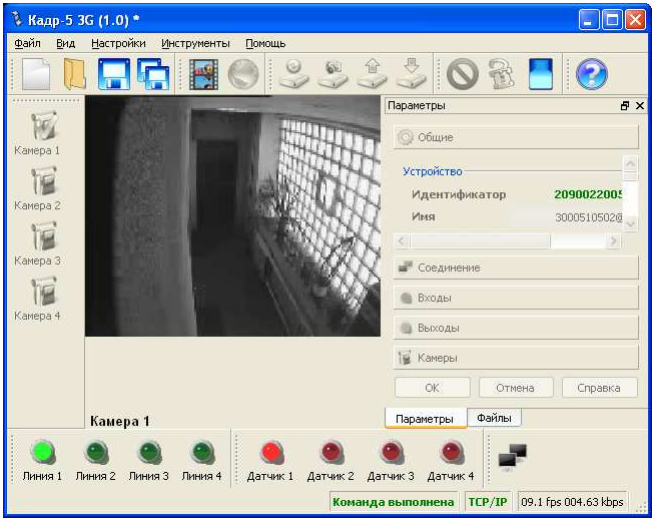

Рис. 31. Внешний вид главного окна при работе в режиме «Наблюдение»
14. Нажмите на кнопку «Камера 1» для установки текущей камеры. Нажмите на кнопку с изображением или выберите пункт меню «Инструменты/Просмотр видео». При успешном выполнении команды устройство перейдет в режим «Наблюдение», а в окне «Видео» появится текущее изображение с выбранной камеры. (рис. 31). В строке статуса будет показано статистика видеопотока (частота кадров в секунду - fps и средняя скорость потока в килобитах в секунду - kbps). Для остановки передачи видеопотока нажмите кнопку с изображением или «Инструменты/Остановить просмотр». Аналогичным образом проверьте наличие видеосигналов остальных камер.